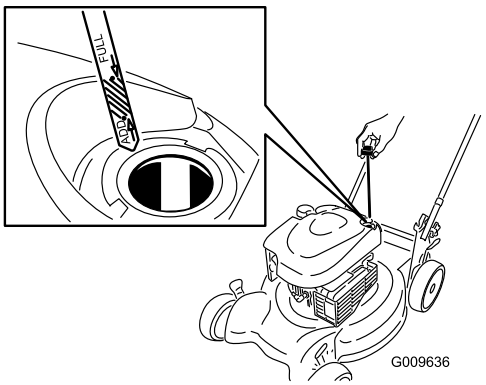

Figure 8
1. Retirez la jauge, essuyez-la sur un chiffon et remettez-la dans le goulot de remplissage (Figure 8).
2. Sortez de nouveau la jauge et contrôlez le niveau d'huile (Figure 8). Si le niveau n'atteint pas le repère **minimum** (Add) de la jauge, versez lentement suffisamment d'huile dans le goulot de remplissage pour faire monter le niveau au repère **maximum** (Full). **Ne remplissez pas excessivement.** (Remplissage max. : 0,59 l, type : huile détergente SAE 30 de classe de service API SF, SG, SH, SJ, SL ou supérieure.)